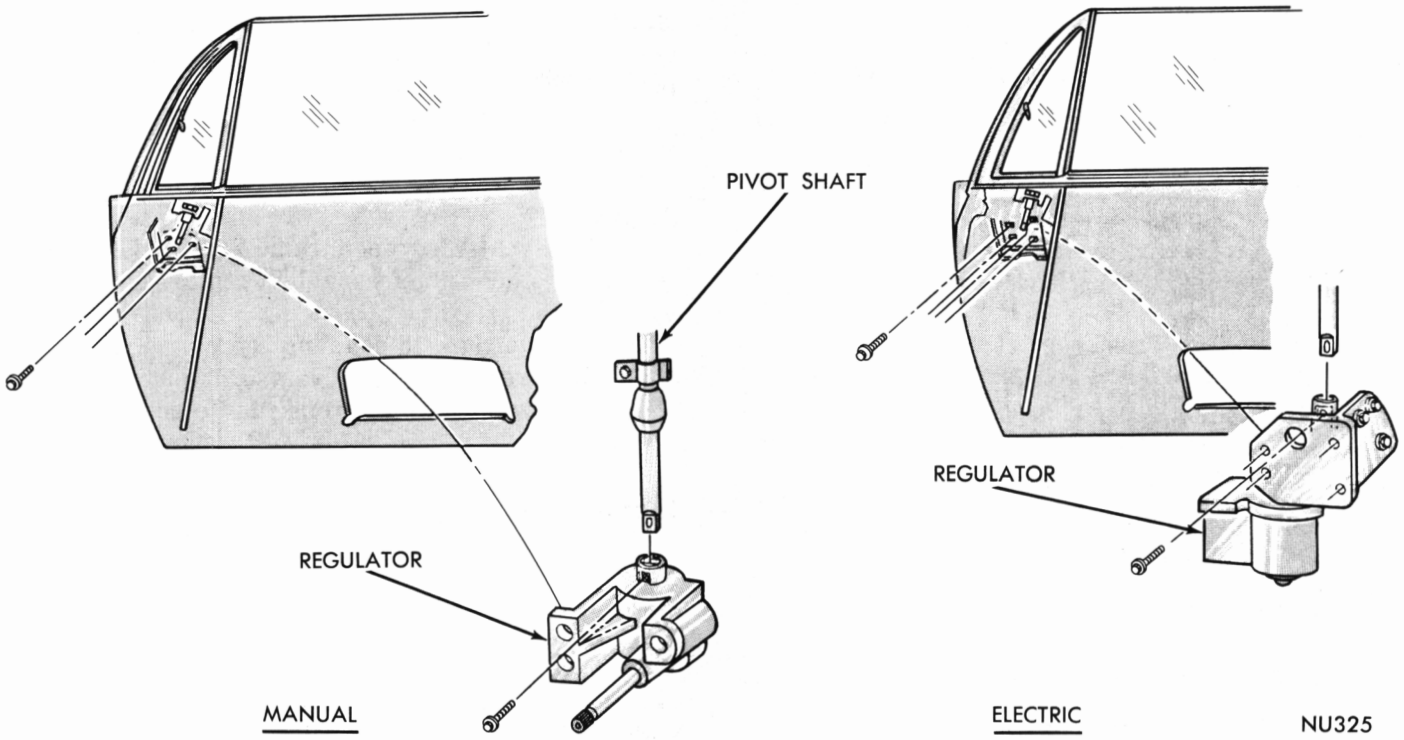

Fig. 41—Vent Wing Regulator
(1) With vent wing open, remove screws attaching regulator to door inner panel belt reinforcement (Fig. 41).
(2) Remove shaft to coupling screw.
(3) Move regulator off of vent wing pivot shaft.
(4) Remove regulator through large access hole in door panel.